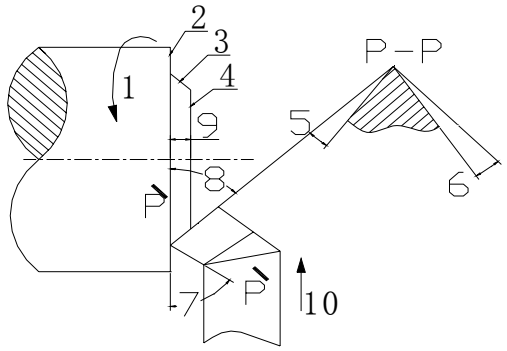

图 4–2 车削工件端面的示意
（2）图4–2为车削工件端面的示意图，图上标注的主运动是_____，进给运动是_____，加工（过渡）表面是_____，刀具前角是_____，后角是_____主偏角是_____，副偏角是_____。（用图中数字填写）
3、如图 4–3 所示：材料 45 钢，方头淬火后硬度为 HRc45，其余各表面粗糙度值为 3.2，试从选择毛坯开始，列表按工序步骤，写出零件加工过程中每步工序的名称、使用机床设备、每步工序目的（该件系大批量生产，单位 mm）。（15 分）